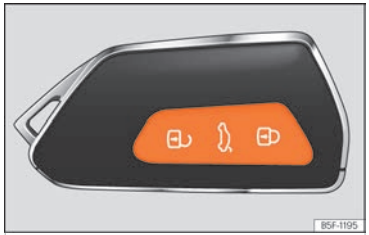

Fig. 74 Clau per control remot: tecles.
- Bloquejar: premeu el botó 🔒 ››› fig. 74.